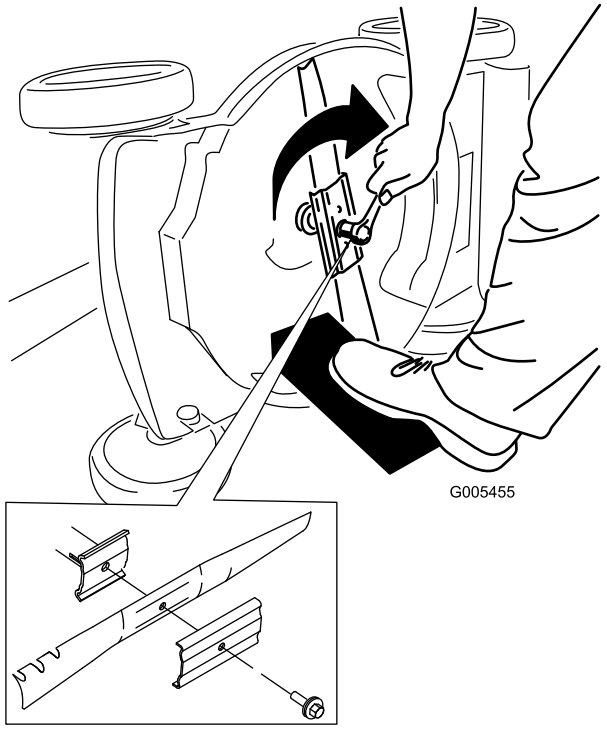

Figura 28
5. Montate la nuova lama usando la bulloneria di montaggio (Figura 28).